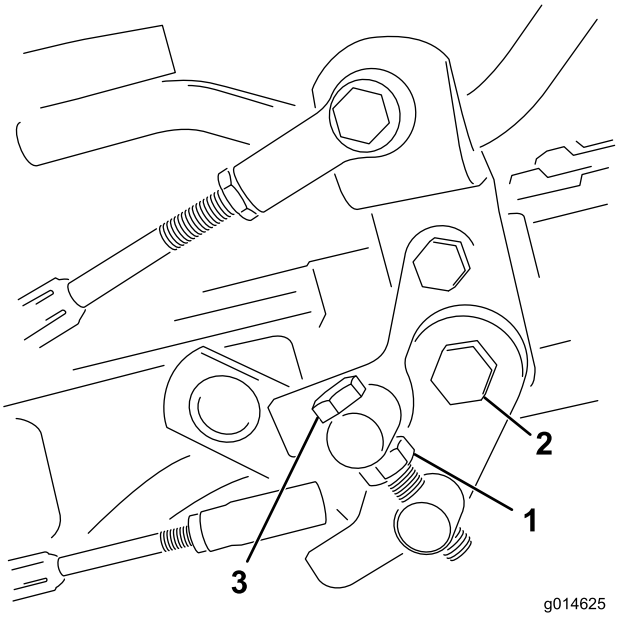

Figure 49
1. Desserrez l'écrou de blocage sur le boulon de tourillon (Figure 49).
4. Serrez l'écrou de blocage sur le boulon de tourillon et l'écrou sur le pivot de la pédale pour bloquer le réglage (Figure 49). Vérifiez le réglage et ajustez-le si nécessaire.